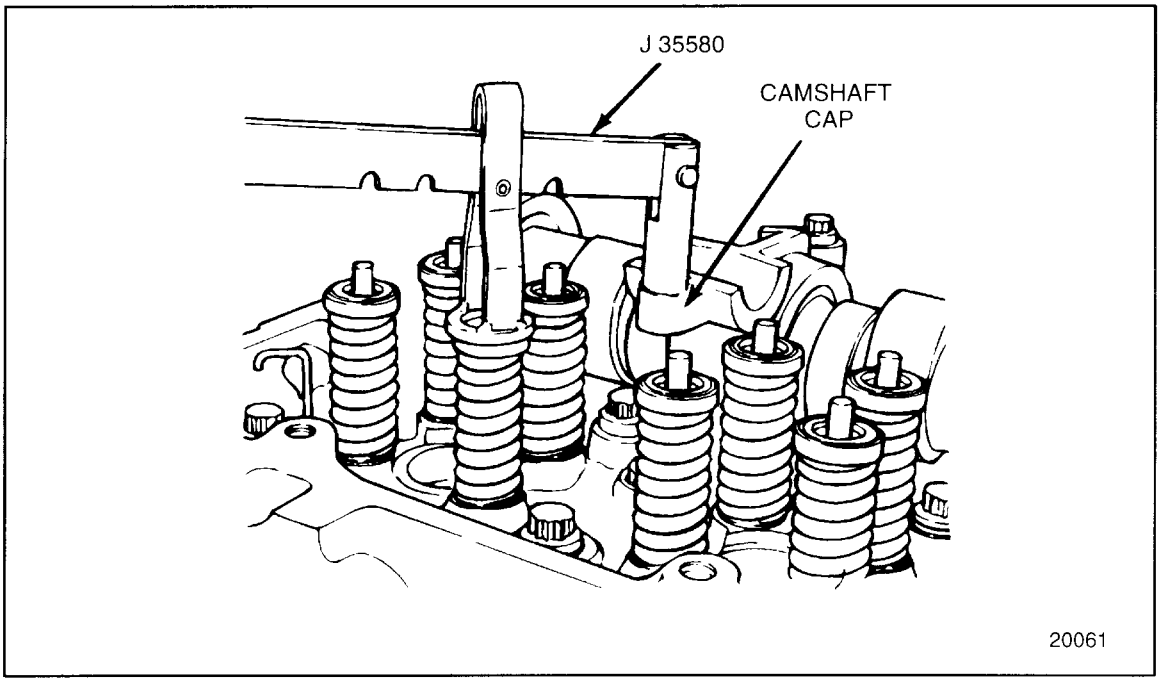

Figure 1-73 Installing Valve Spring Compressor
6. Insert the threaded portion of the valve spring compressor, J 35580into the threaded inboard camshaft cap hole adjacent to the valve being worked on. See Figure 1-73.